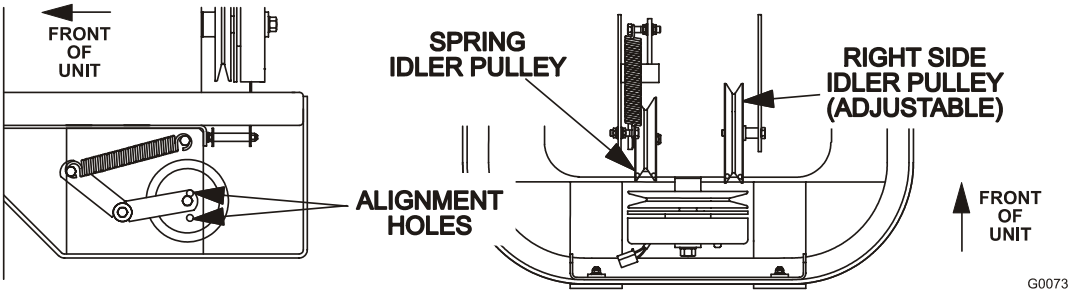

FIGURE 13
b) Check to make sure the center of the bolt head in the center of the spring loaded pulley, on left side engine deck support, is positioned between the centers of the two alignment holes in the left support plate (See Figure 13). It is necessary to adjust the belt tension when the center of the bolt head is at or below the center of the bottom alignment hole.